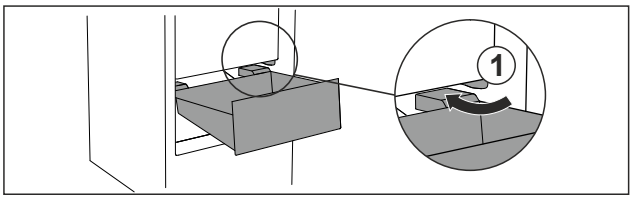

Fig. 116
▶ Schubfach schräg um die Stopper *Fig. 116 (1)* herumführen.